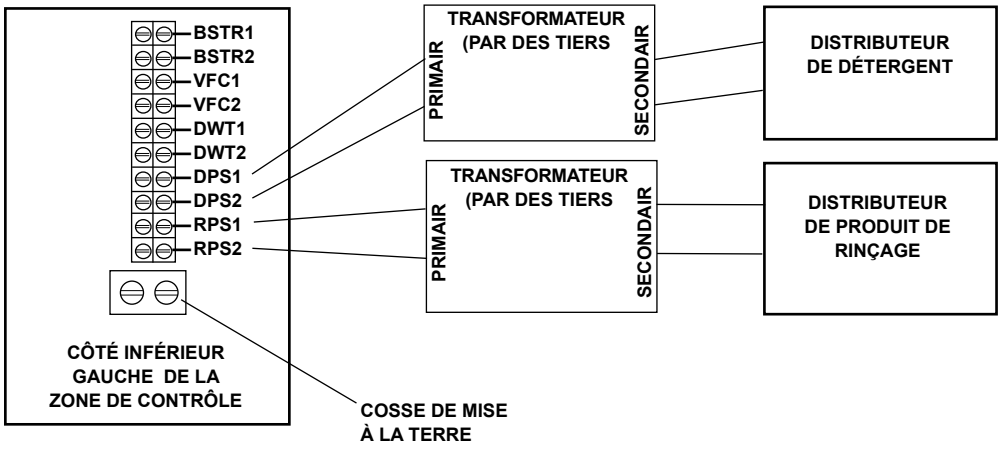

Fig. 16
Les bornes DPS1 et DPS2 (Fig. 16) sont alimentées par la tension de ligne contrôlée de la machine. Elles sont sous tension (ON) pendant le cycle de lavage et hors tension (OFF) entre les cycles, lorsque la machine est en cycle de détartrage ou lorsque l'alimentation de la machine est désactivée (OFF). **L'intensité maximale du distributeur de détergent connecté à DPS1 et DPS2 est de 1,5 A à la tension du secteur.** Vérifiez la tension d'alimentation de la machine et utilisez la tension correspondante du transformateur d'alimentation. Utilisez un fil isolé de 600 V minimum homologué UL pour les connexions. N'utilisez pas de fil de sonnette, de cordon de lampe ou de fil de type similaire. Les raccords, si nécessaire, doivent être effectués dans la boîte de jonction du transformateur d'alimentation (fournie par des tiers) - et non dans l'enceinte des commandes principales. Utilisez l'orifice de 2,2 cm (7/8 po) de diamètre situé dans le coin arrière droit de la machine pour le raccord de conduit de 1,3 cm (1/2 po). Retirez le panneau latéral droit. Des raccords de décharge de traction doivent être prévus pour tout le câblage.
Les bornes RPS1 et RPS2 (Fig. 16) sont alimentées par la tension de ligne contrôlée de la machine. Elles sont sous tension (ON) pendant le cycle de rinçage et hors tension (OFF) entre les cycles, lorsque la machine est en cycle de détartrage ou lorsque l'alimentation de la machine est désactivée (OFF). **L'intensité maximale du distributeur de produit de rinçage connecté à RPS1 et RPS2 est de 1,5 A à la tension du secteur.** Vérifiez la tension d'alimentation de la machine et utilisez la tension correspondante du transformateur d'alimentation. Utilisez un fil isolé de 600 V minimum homologué UL pour les connexions. N'utilisez pas de fil de sonnette, de cordon de lampe ou de fil de type similaire. Les raccords, si nécessaire, doivent être effectués dans la boîte de jonction du transformateur d'alimentation (fournie par des tiers) - et non dans l'enceinte des commandes principales. Utilisez l'orifice de 2,2 cm (7/8 po) de diamètre situé dans le coin arrière droit de la machine pour le raccord de conduit de 1,3 cm (1/2 po). Des raccords de décharge de traction doivent être prévus pour tout le câblage.